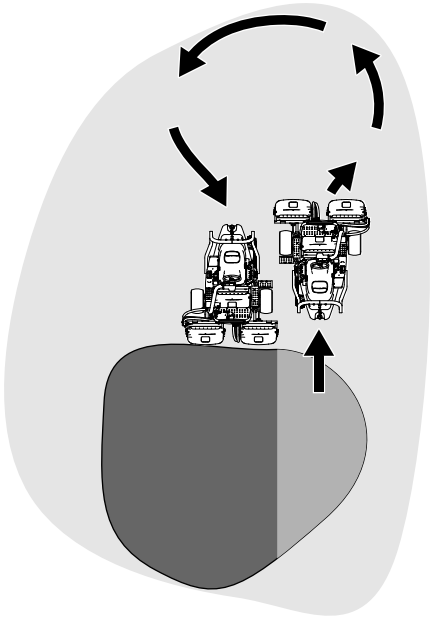

**Figur 22**
6. Du kan förkorta arbetstiden och underlätta uppställningen inför nästa klippvända genom att tillfälligt vända maskinen i motsatt riktning och sedan vända den i riktning mot den oklippta delen. Den här rörelsen utgör en droppformad sväng (Figur 22) som snabbt placerar dig i läge för nästa klippsträcka.